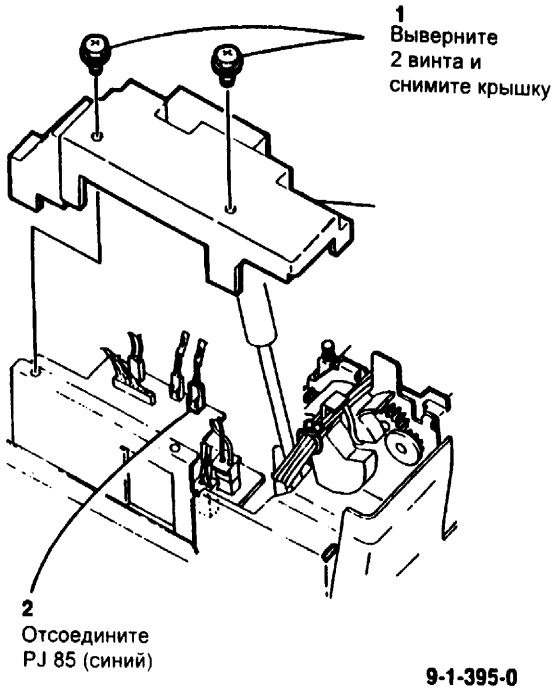

Рис. 1 Отсоединение проводки
4. (Рис. 1) Отсоедините проводку.